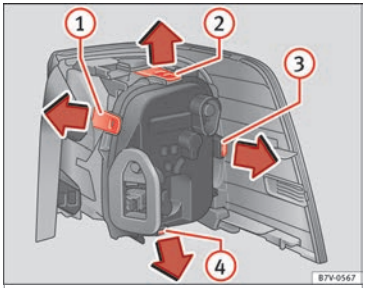

Bild 115 Bakljus i karossen: Ta bort lamphållaren. (1) till (4): Låsflik
8.	För att lossa lamphållaren trycker du på låsflikarna »» **bild 115** (1) till (4) i pilens riktning.